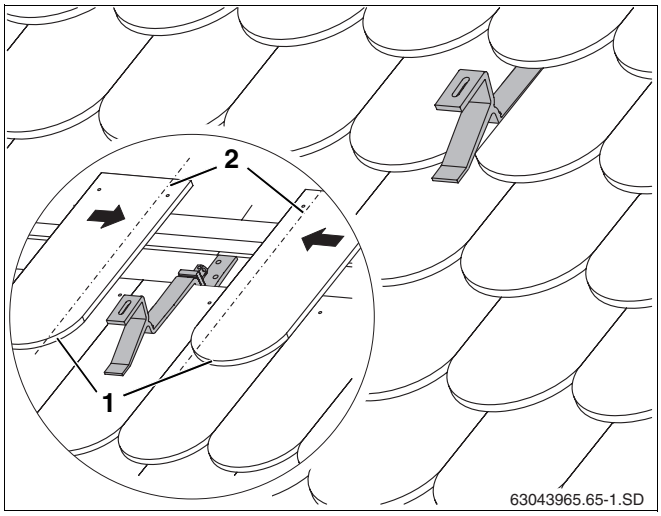

Abb. 20 Dachhaken mit eingedecktem Dach
- Die anliegenden Biberschwanz-Ziegel (Abb. 20, **Pos. 1**) zuschneiden (gestrichelte Linie, Abb. 20, **Pos. 2**).